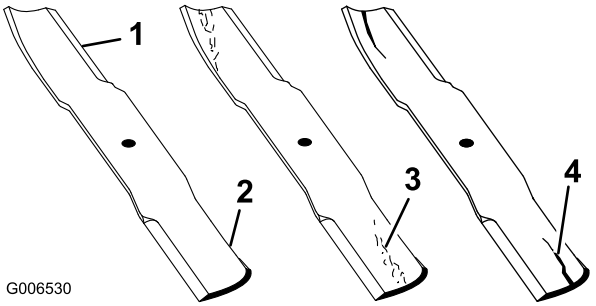

Figur 25
4. Undersøk kniveggene nøye, særlig der de flate og bøyde delene av kniven møtes (Figur 25).
Merk: Siden sand og slipende materiale kan slite på metallet mellom den flate og bøyde delen av kniven, kontrollerer du kniven før du bruker maskinen. Hvis kniven er slitt (Figur 25), skift kniven. Se Demontere kniven.
Hvis du ikke gjør noe med slitasje på kniven, vil det dannes et spor mellom vingedelen og den flate delen av bladet (Figur 25). Til slutt kan en del av kniven knekke av og bli kastet ut fra maskinen og trolig resultere i alvorlig personskade.